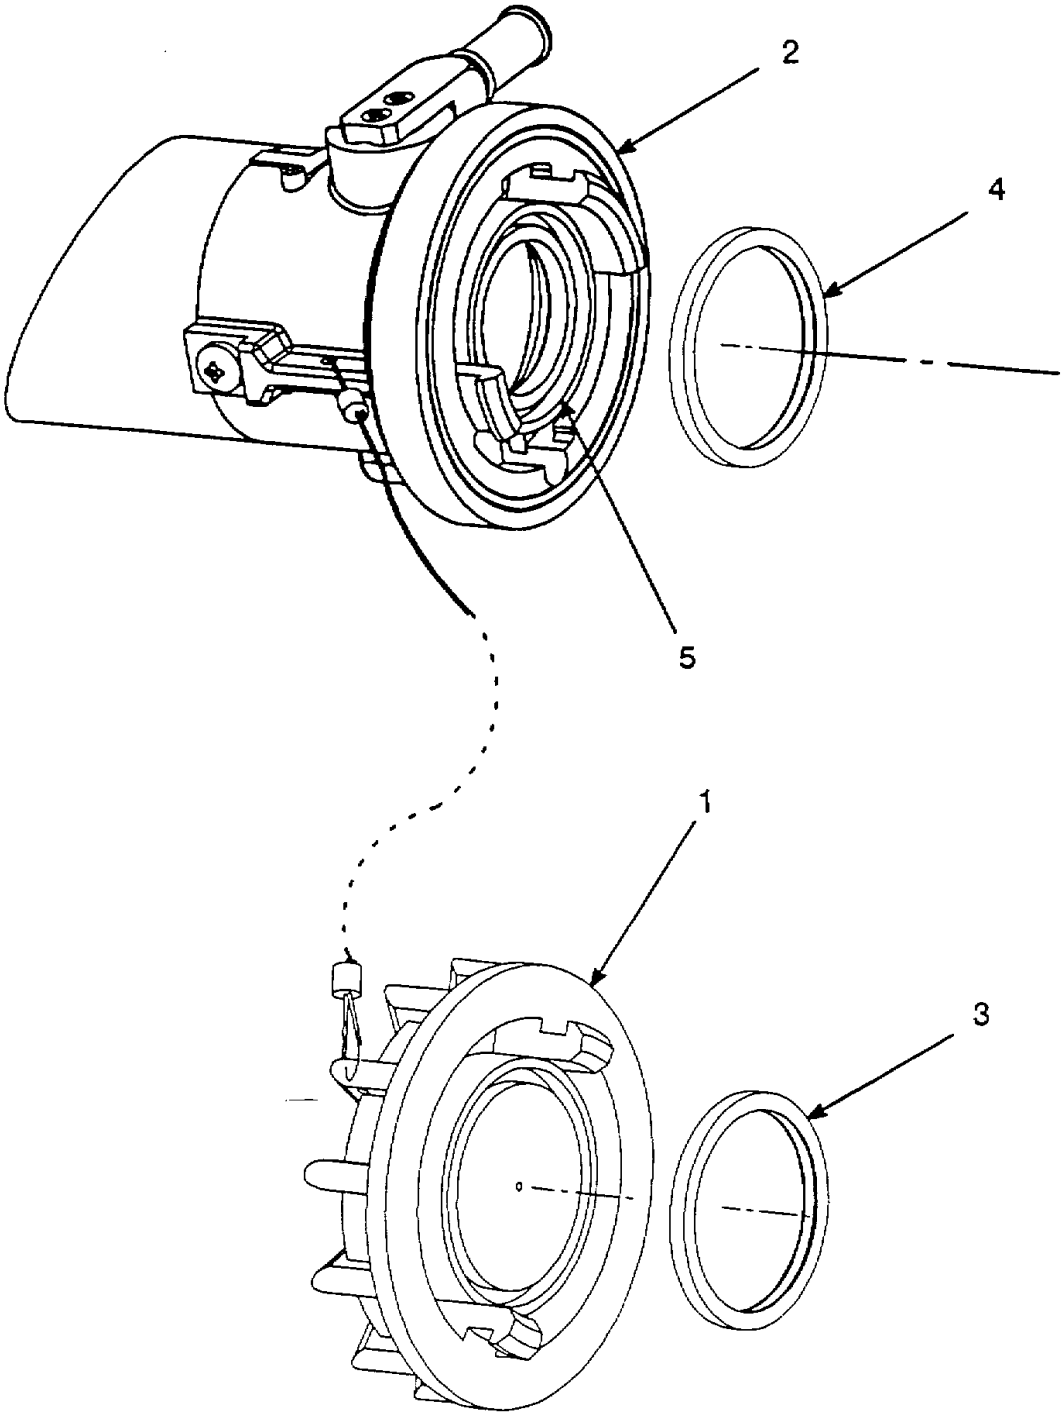

Figure 3-3. Dry Break Coupling Repair.
a. Removal. Refer to figure 3-3.
(1) Disconnect dust cap (1) from coupling (2).
(2) Remove seal (3) from dust cap (1).
(3) Remove defective seal (4) from coupling (2).
b. Installation. Refer to figure 3-3.
(1) Using clean wiping rag, remove grit, sand, and dirt from sealing surfaces of coupling (2).
(2) Position seal (3) (from dust cap) on seal seat (5).
(3) Work seal (3) onto seal seat (5). Make sure seal is seated evenly without wrinkles or bulges.
(4) Install component in fuel system (para 3-2).
(5) Startup fuel system (para 2-12c) and test coupling (2) for leaks.